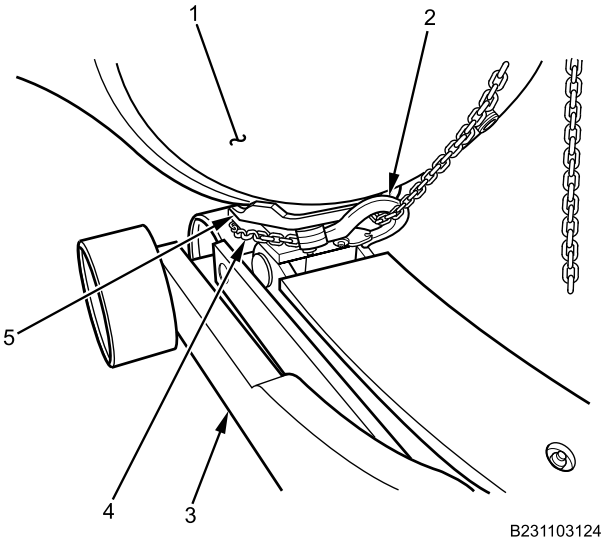

Figure 9. 20-Ton Floor Jack.
13. Position 20-ton floor jack (Figure 9, Item 3) squarely under rear axle assembly (Figure 9, Item 1).
14. Using 20 ton-floor jack (Figure 9, Item 3), lift and support rear axle assembly (Figure 9, Item 1).
15. Position hoist lever chain (Figure 9, Item 4) around 20-ton floor jack lift plate (Figure 9, Item 5), and attach hook (Figure 9, Item 2) to chain, with opening facing downward.